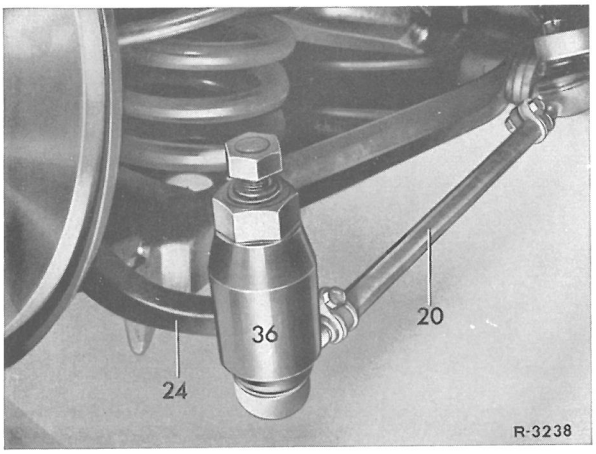

Fig.46-10/1
1 Kronemøtrik skrues af sporstangens kugleled.Derpå trykkes sporstangen ved hjælp af specialværktø j (36)fra styrearmen (24)(fig.46-10/1).
2 Låseblik(21)bøjes op,sekskantbolt(20)skrues ud og styrearmen(24)tages af,fig.46-10/2
3 Bremseslange(6)løsnes på holderen(3)fra bremseledning (2)og tages ud af låsepladen (5),fig.46-10/3.